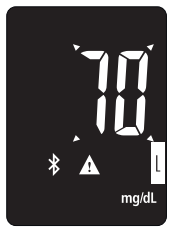

Rys. 26
3. Aby zmienić ustawienie alarmu, użyj przycisków ▲ i ▼, aż dojdziesz do pożądanego ustawienia. Następnie wciśnij przycisk ⏻, aby potwierdzić swój wybór (Rys. 26). Konfiguracja alarmów urządzenia została zakoń-